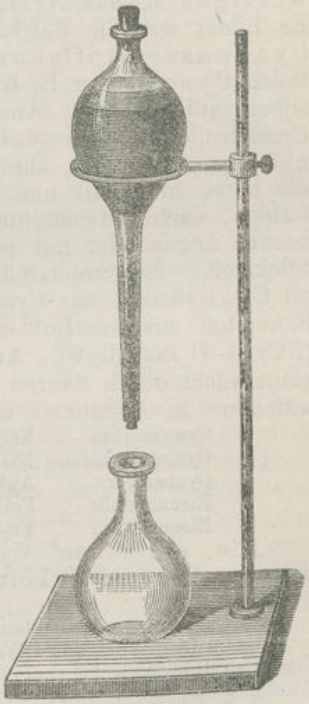

Fig. 74.
1. Acidum tannicum. In einem sog. Scheidetrichter (Fig. 74), dessen untere Öffnung mit einem Kork verschlossen worden, übergiesse man gepulverte Galläpfel mit Äther, welchem man etwas Wasser und Weingeist beigegeben, sodass sie völlig damit überdeckt sind, und verschliesse dann die obere Öffnung. Nach 24 Stunden lasse man, unter Wegnahme beider Stöpsel, die gesättigte Lösung abfliessen und gebe, nachdem man unten wieder verschlossen hat, eine neue Portion obiger Äthermischung zu den Galläpfeln, die man abermals nach einem Tage ablasse. Die Gerbsäure-Lösungen werden in gelinder Wärme vorsichtig (damit der Ätherdampf nicht Feuer fange!) zur Trockne gebracht.